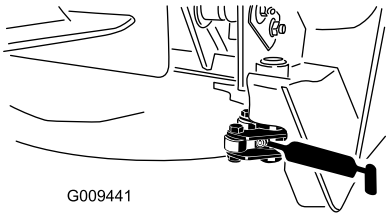

Bild 38
- Zwei Riegeldrehzapfen (Bild 38)